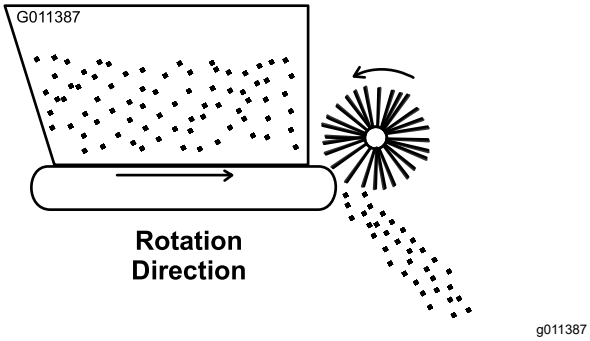

Figur 19
3. För fordonets reglage för fjärrhydraulik till KÖRLÄGET. Bandet och borsten ska rotera enligt Figur 19.